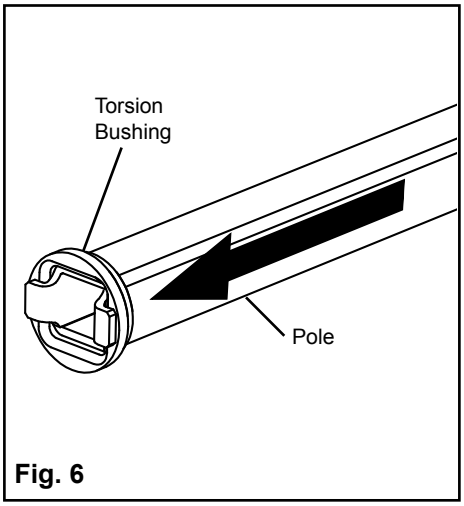

Fig. 6
12. Install torsion bushing on pole (Fig 6).